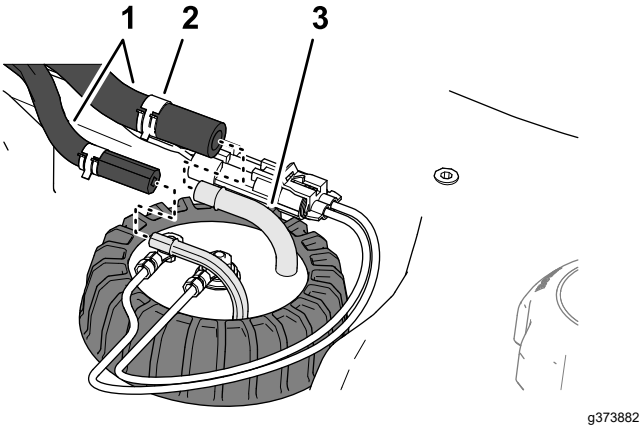

**Figuur 97**
5. Monteer de slang op de fittings van de brandstofsensor en bevestig de slangen met de klemmen aan de fittings (Figuur 97).